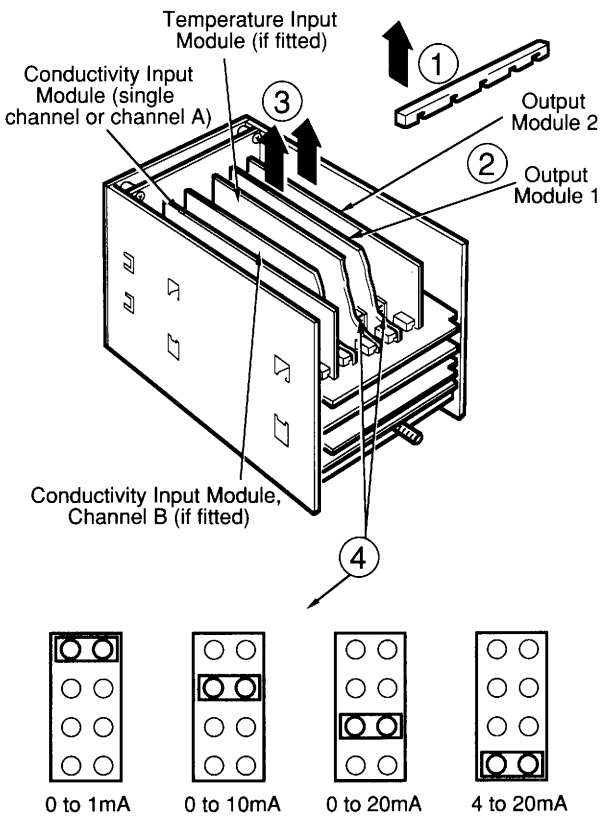

Fig 6.2b Selecting the Current Output Range, Panel-Mounted Instruments
6.2.2 Panel-Mounted Instruments – Fig . 6.2b
With reference to Fig. 6.2b: